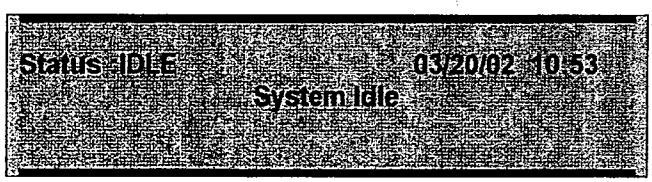

Figure I-3
3. After the initial system startup is completed, the display will show the current date (month/day/year) and time (military), see Figure I-3.